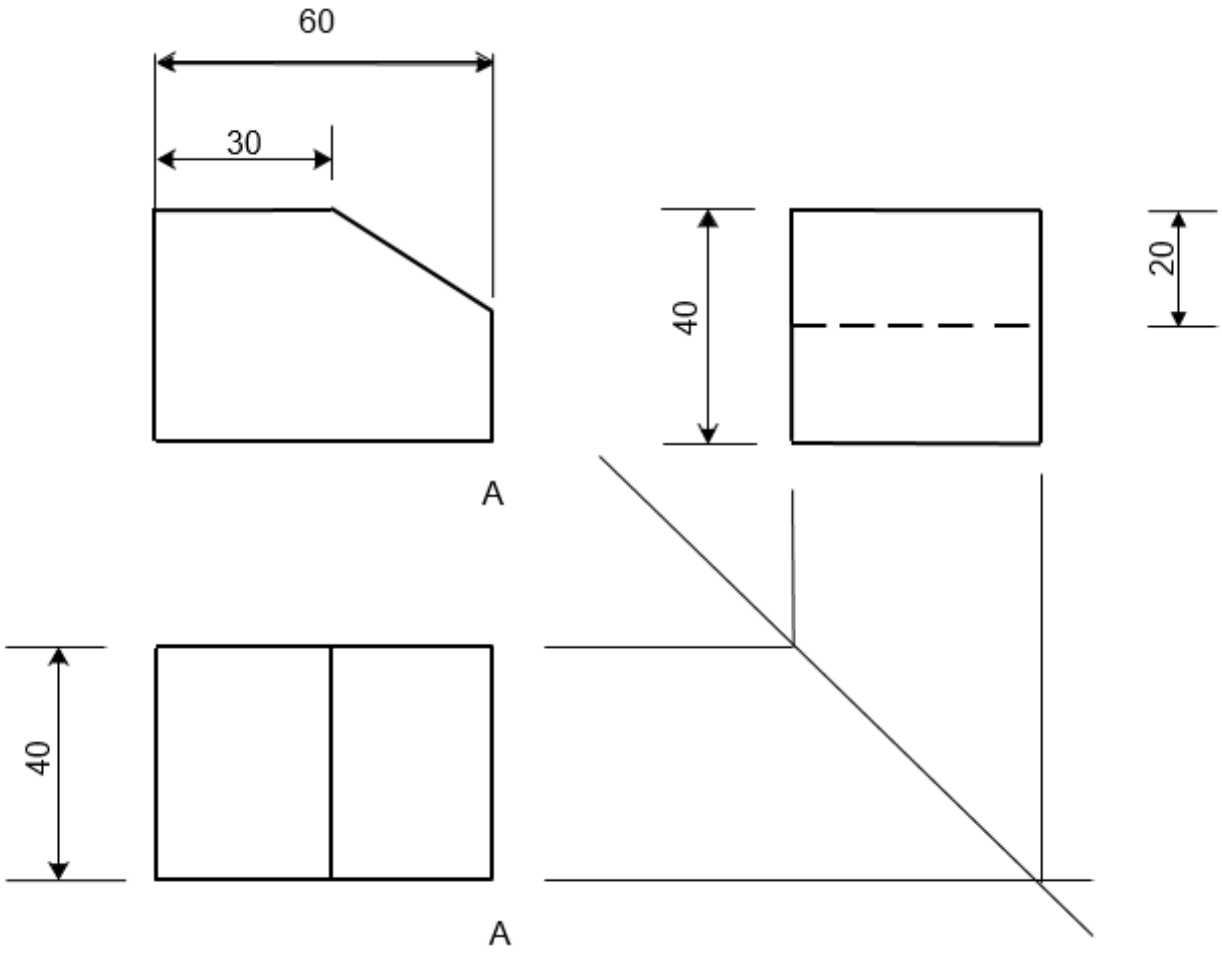

FIGURE 2
2.3 FIGURE 2, DIAGRAM SHEET 2 (attached) shows the front, side and top views of a shaped block drawn in first-angle orthographic projection.